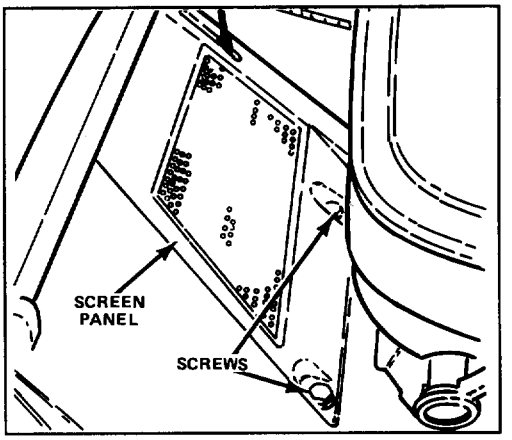

Figure 24
2. Remove (2) screws securing screen panel to top of mower housing (Fig. 24). Remove panel.